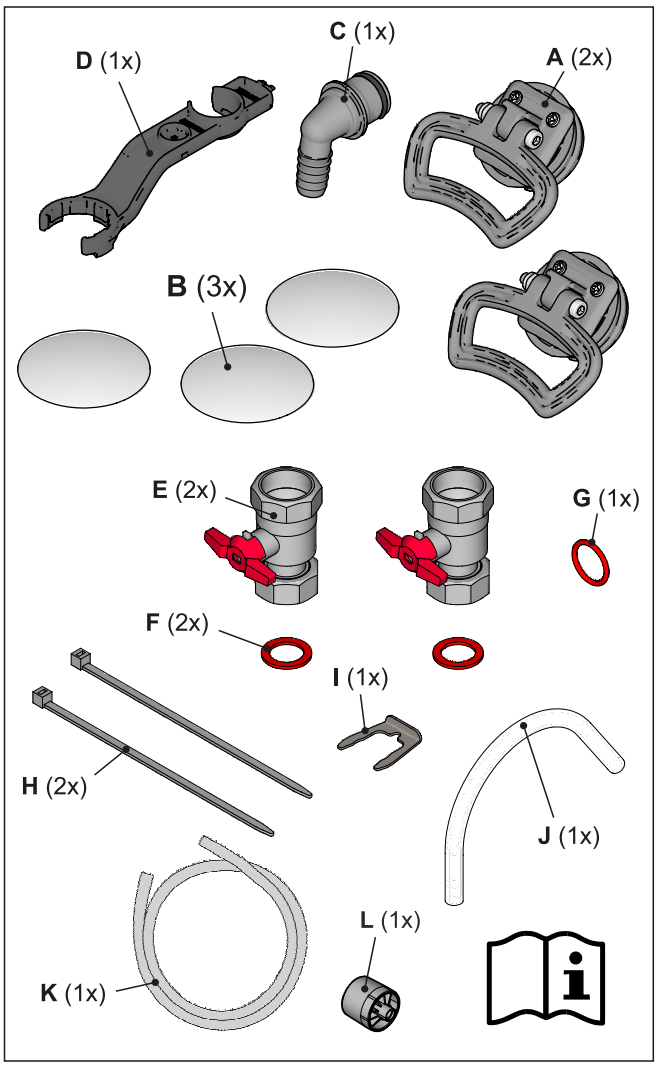

Fig. 4-5 Conteúdo do saco de acessórios
- Saco de acessórios (ver Fig. 4-5),